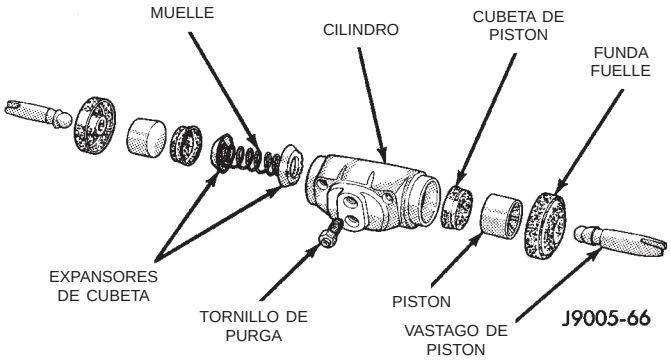

Fig. 55 Componentes del cilindro de rueda - Ejemplo típico
(1) Retire los vástagos de pistón y la funda fuelle (Fig. 55).
(2) Haciendo presión, extraiga del cilindro los pistones, las cubetas, el muelle y el expansor.
(3) Retire el tornillo de purga.